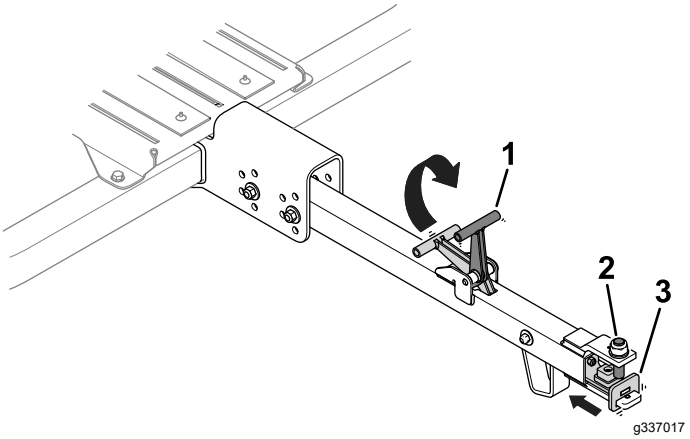

Figur 26
1. Lyft upp dragstångshandtaget (Figur 26).